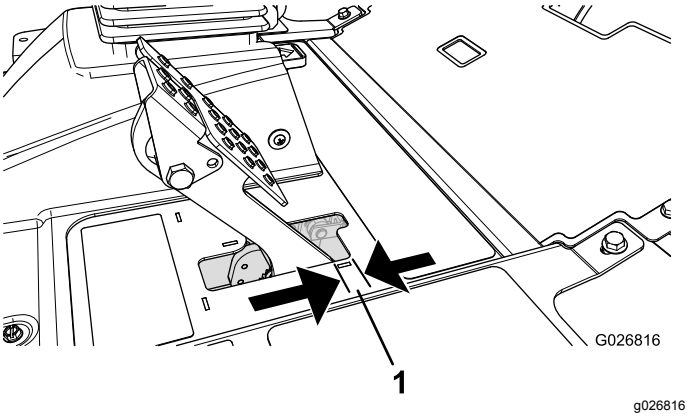

Figur 68
Juster bremsene når det er mer enn 25 mm frigang (Figur 68) på bremsepedalen, eller når det kreves mer bremsekraft. Frigang er den avstanden bremsepedalen kan beveges før du merker bremsemotstand.
2. Trekk til den bakre mutteren for å flytte kabelen bakover til bremsepedalene har en frigang på 6,3 til 12,7 mm (Figur 68) før hjulet låses.